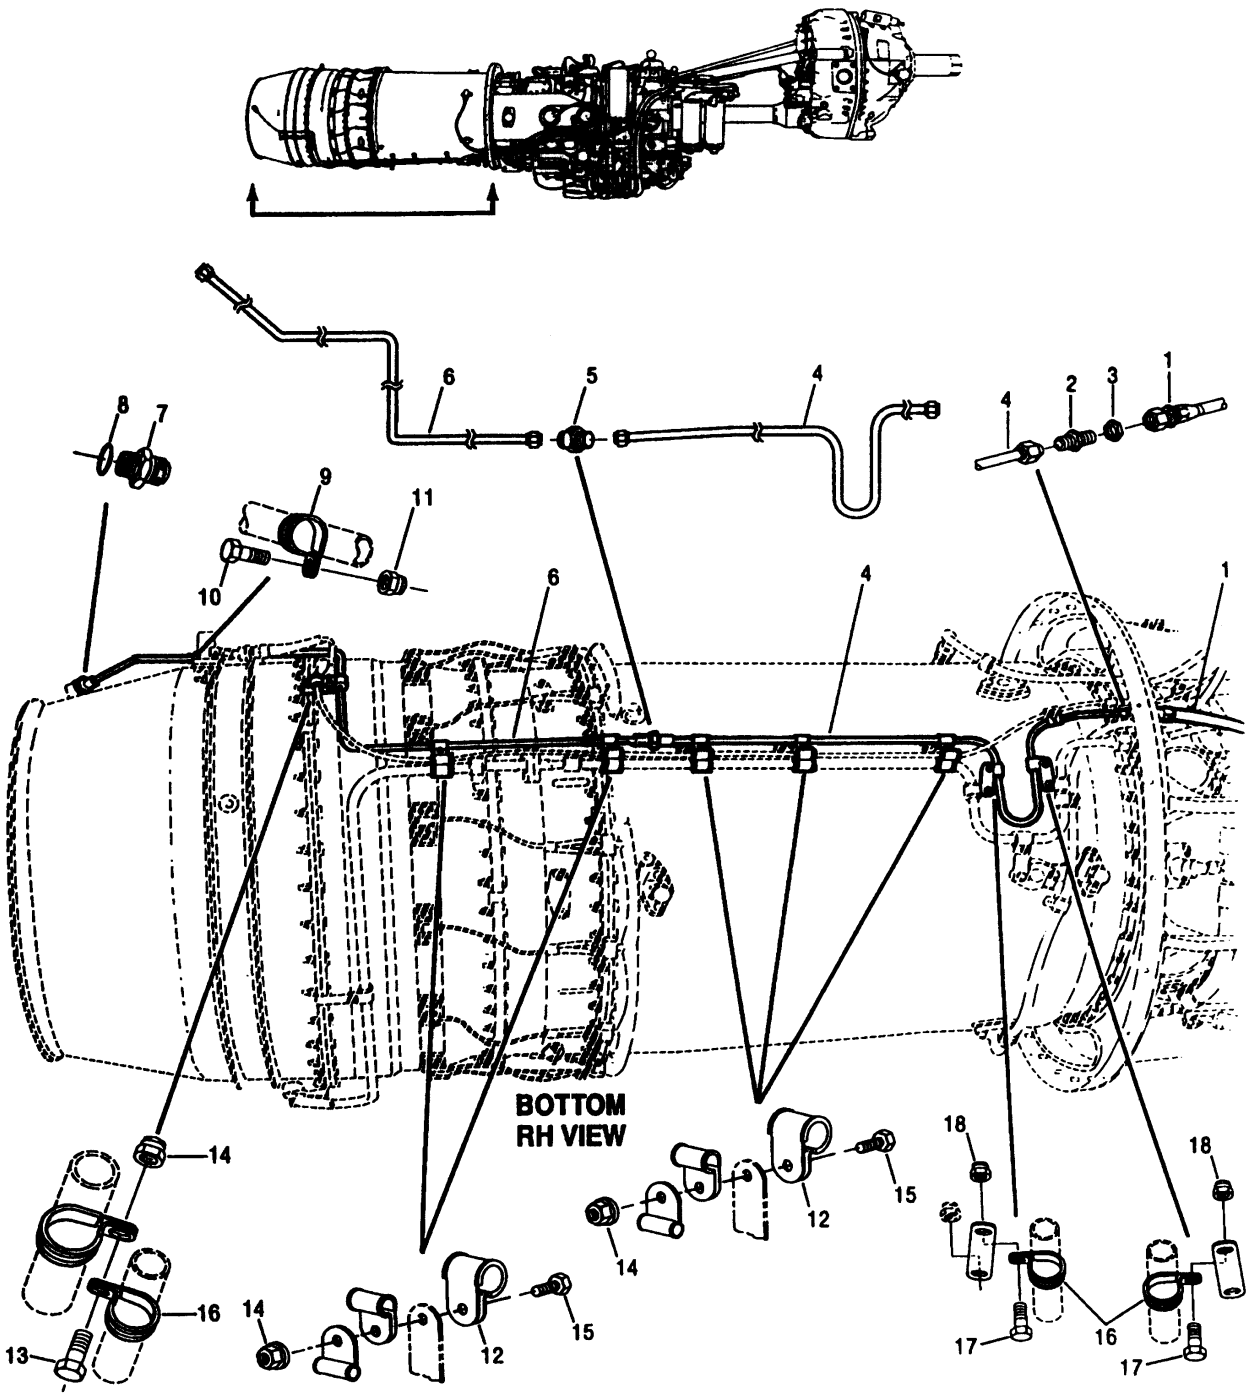

Figure 10. PS7 Components Replacement (Sheet 1 of 2)
a. Apply light coating of MIL–PRF–6081, grade 1010 lubricating oil to threads of bulkhead fitting (2, figure 10) and DETC (19) PS7 fitting.
b. Install bulkhead fitting–to–DETC hose (1, sheets 1 and 2) fittings to DETC PS7 fitting and bulkhead fitting. Torque hose fittings 65 – 100 lb in. (QA)
c. Install clamps on bulkhead fitting–to–DETC hose (1).